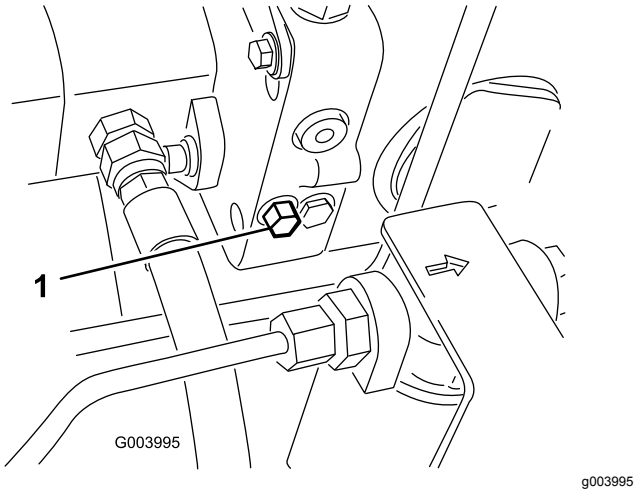

**Figur 40**
1. Vri omløpsbolten halvannen omdreining for å åpne den, og la oljen gå utenom internt (Figur 40).